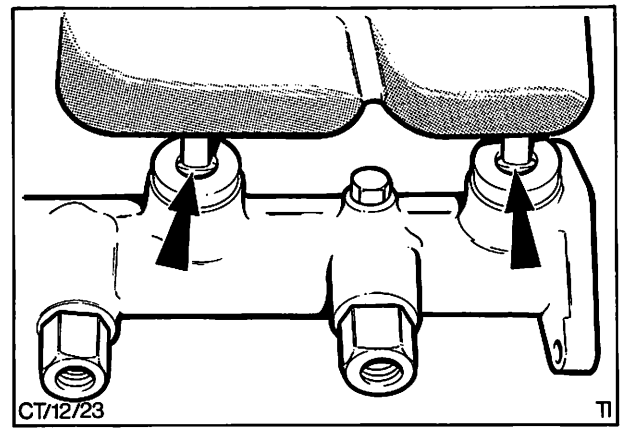

Abb. 57 Dichtringe des Vorratsbehälters
1. Vorratsbehälter nach oben vom Hauptzylinder abziehen und beide Dichtringe entfernen, Abb. 57.
11. Dichtringe einsetzen und Vorratsbehälter aufsetsetzen, Abb. 57.